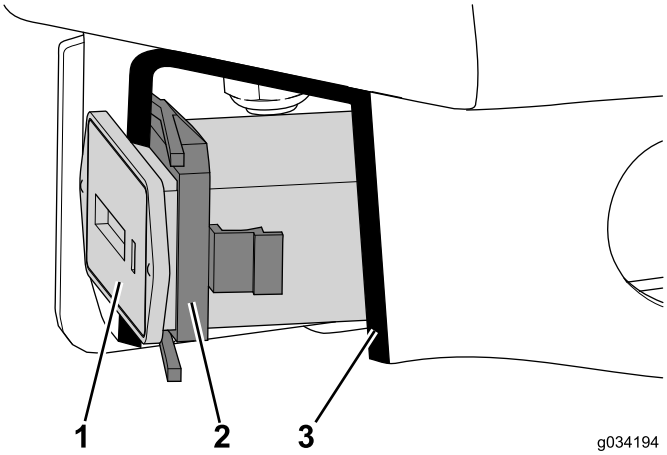

Figur 12
3. Fjern holderen som fester timetelleren fra konsollenheten, hvis utstyrt (Figur 12).